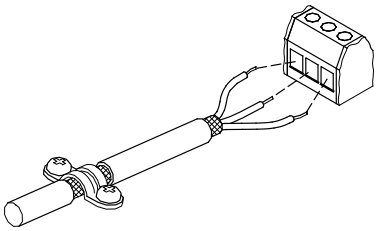

Fig. 17 Stripped cable with screen and wire connection
- Connect the screens of the cables to frame at both ends with good frame connection. The screens must be as close as possible to the terminals. See fig. 17.